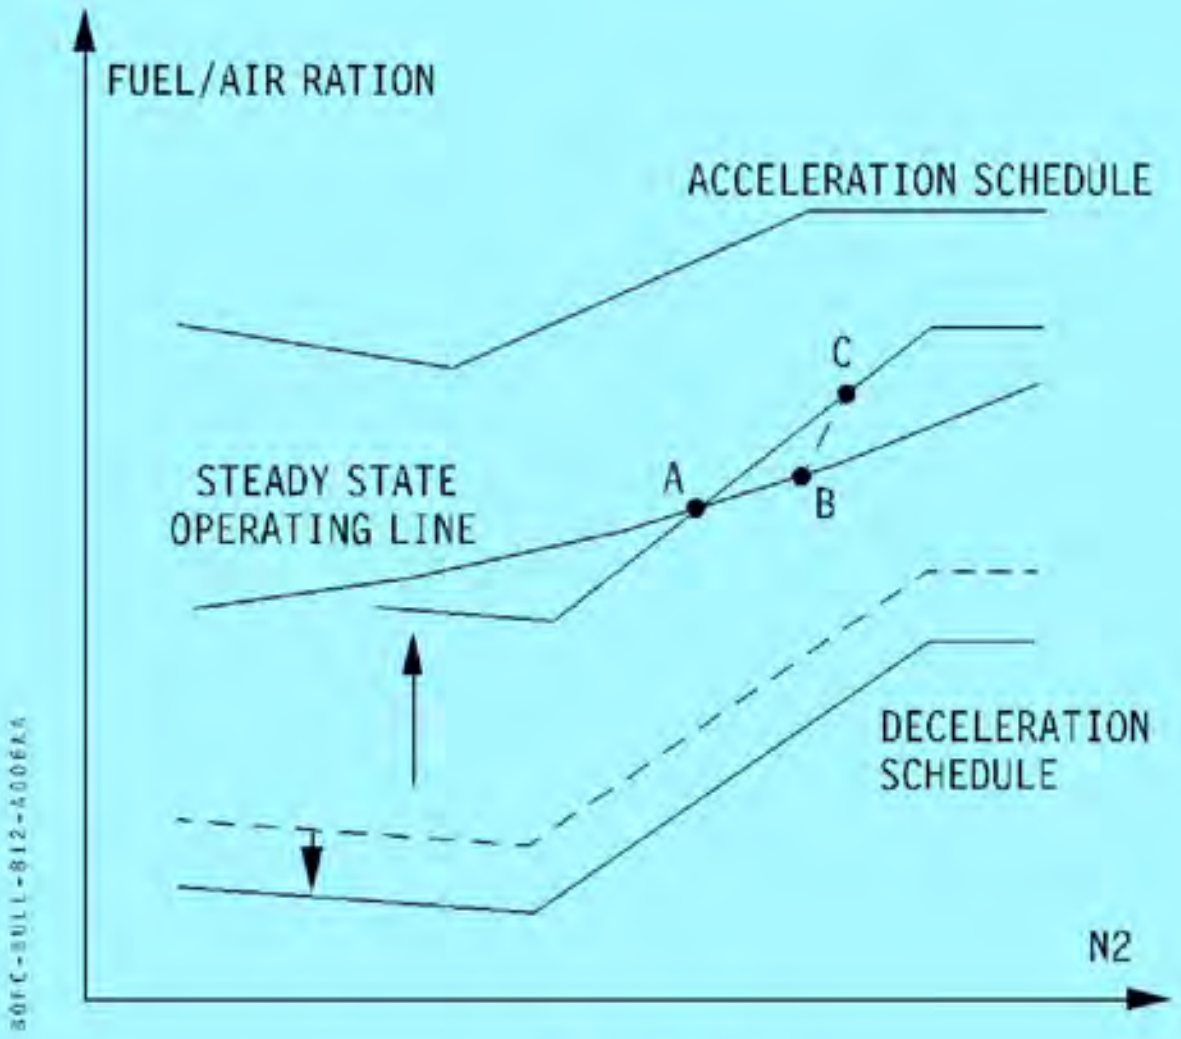

Figure 6
- The engine "as new" deceleration characteristics may happen to become altered as the result of variations in the respective positions of the Deceleration Schedule and the Steady State Operating Line, as follows (refer to **Figure 6**, hereafter) :
- **zero deceleration capability** (**Point A**, on **Figure 6**, here above) : **Lack of deceleration** in response to a throttle retard command,